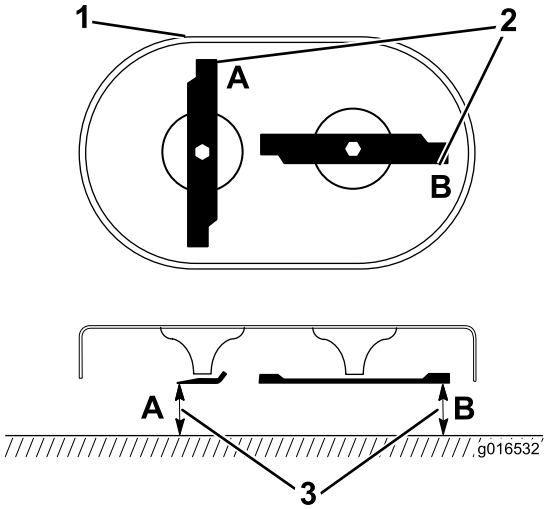

Figura 31
1. Gire las cuchillas hasta que estén posicionadas según se muestra en Figura 31.
2. Mida desde una superficie nivelada hasta los filos de corte, en las posiciones **A** y **B**, (Figura 31) y anote las dimensiones.